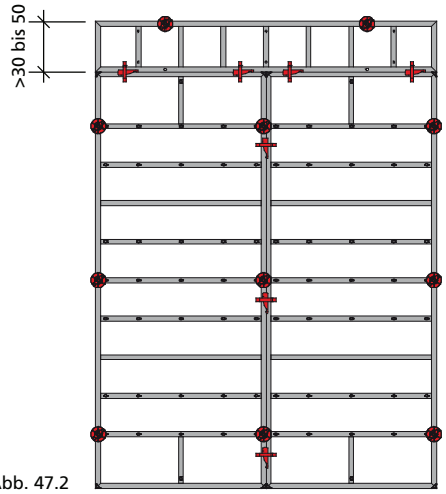

Abb. 47.2
■ Bei Aufstockung mit einem Element, das über 30 und maximal 50 cm breit ist, muss nur die obere Ankerstelle ausgebildet werden (Abb. 47.2).